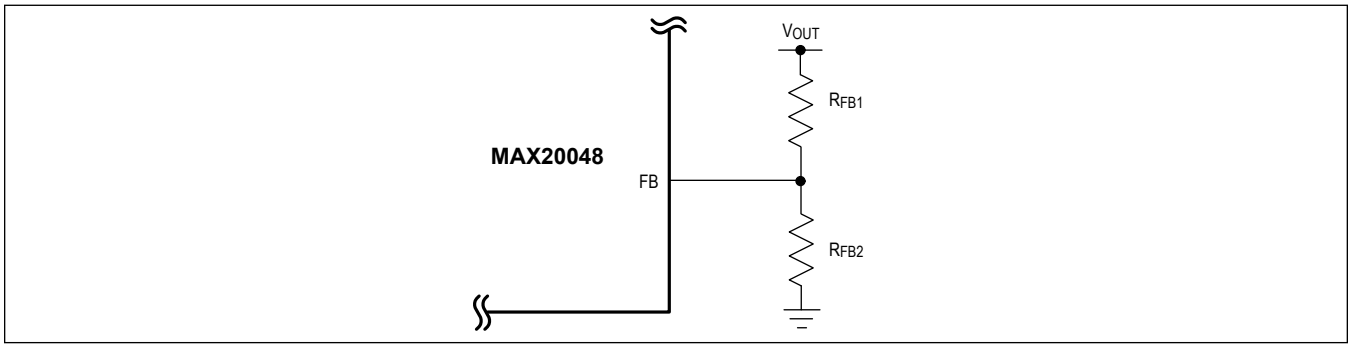

Figure 1. Setting the Output Voltage for the MAX20048
Connect FB to V_{CC} to enable the fixed output voltage (5V) set by a preset internal resistive voltage-divider connected between the feedback (FB) pin and AGND. To externally adjust the output voltage between 4V and 25V, connect a resistive divider from the output (OUT) to FB to AGND (Figure 1). Calculate RFB1 and RFB2 with the following equation:
The MAX20048 uses an internal transconductance amplifier with its inverting input and output terminals available to the user for external frequency compensation, as shown in Figure 1.